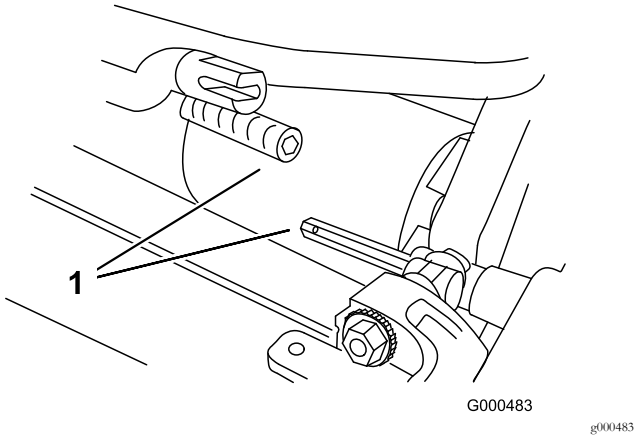

Rysunek 9
3. Pchnij zespół tnący pod spód jednostki jezdnej i w lewo, aby załączyć sprzęgło przekładni (Rysunek 9).